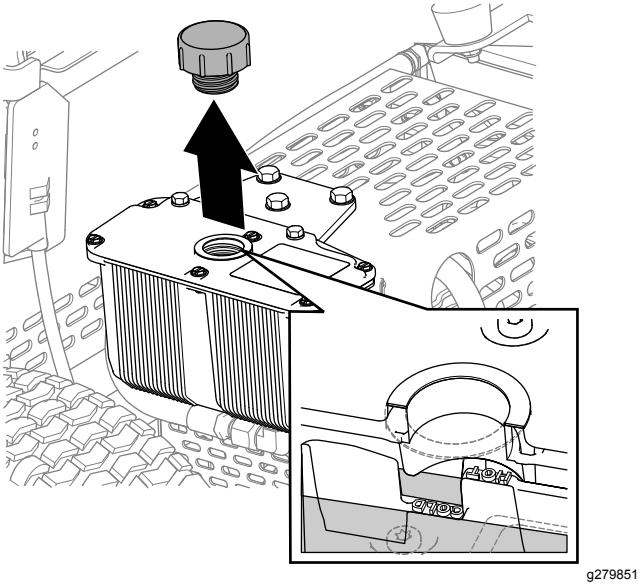

Rysunek 35
3. Odkręć korek i sprawdź poziom oleju hydraulicznego w zbiorniku (Rysunek 35).